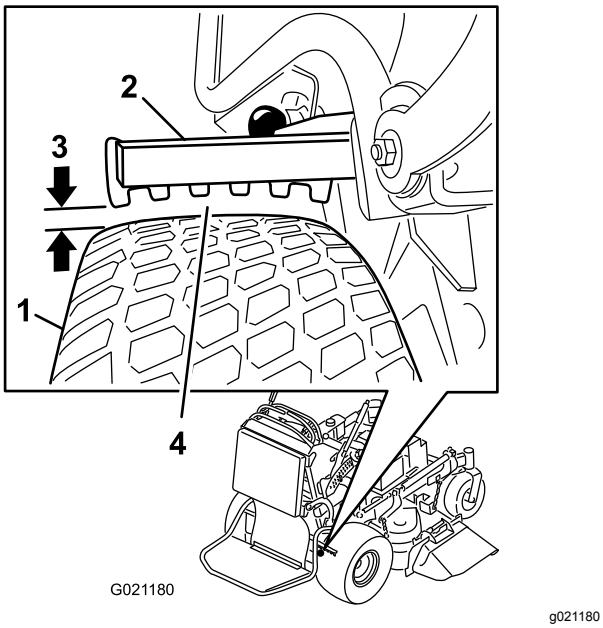

Bild 61
6. Verwenden Sie die Seite mit dem kleinsten Abstand und stellen Sie sicher, dass der Abstand zwischen 3 mm und 6 mm liegt, siehe Bild 61); wenn der Abstand abweicht, siehe Einstellen der Bremsen (Seite 48).
5. Stellen Sie das Joch ein (Bild 61).